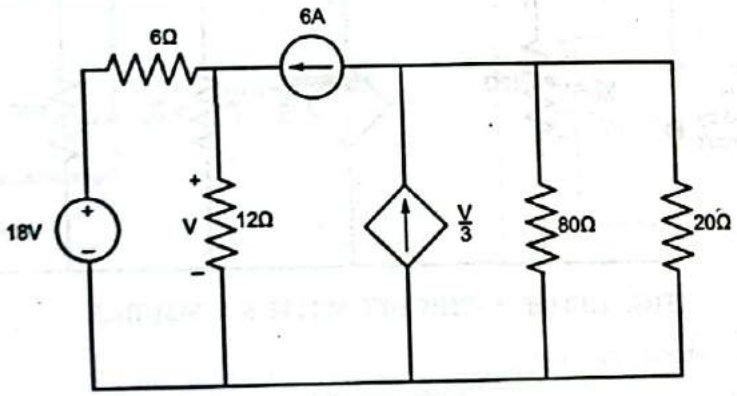

FIG. 1.107(a)
**Determine the voltage across the 20 ohm resistor in the circuit shown in Fig. 1.107(a) with the application of superposition theorem.**